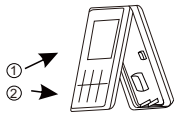

Рис. 3
4. После подключения соединительного провода к корпусу проводного контроллера в соответствии с Рис. 3, установите основной корпус, выполнив следующие действия: